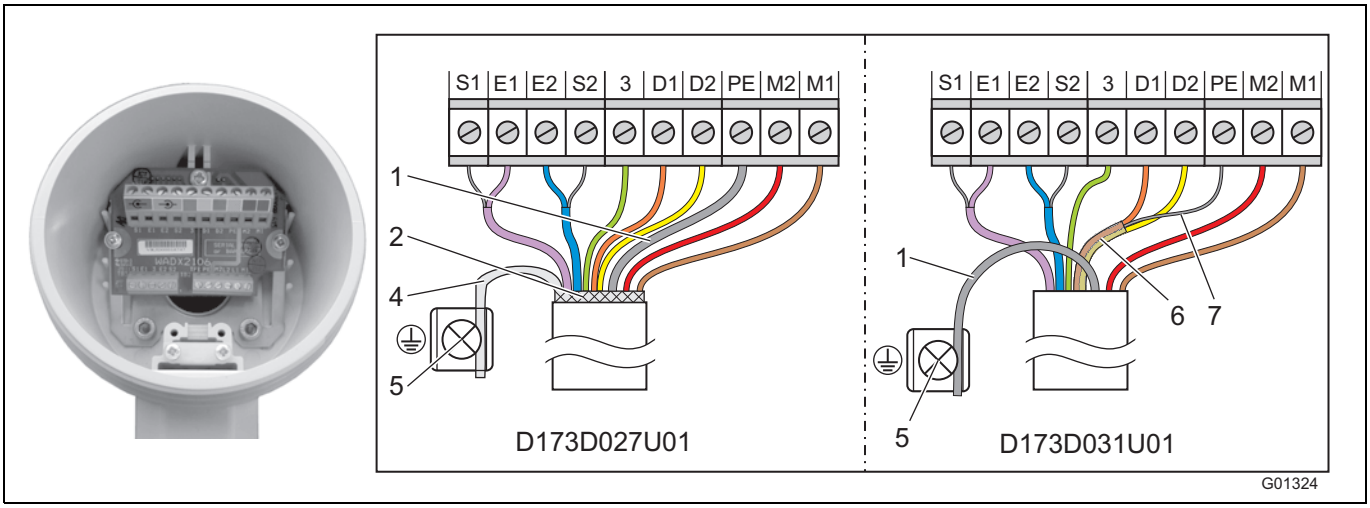

Fig. 34
Conectar el terminal de cable en el lado del sensor de caudal, procediendo como se muestra en Fig. 34.
- Conectar todos los conductores restantes procediendo como se muestra en Fig. 34.